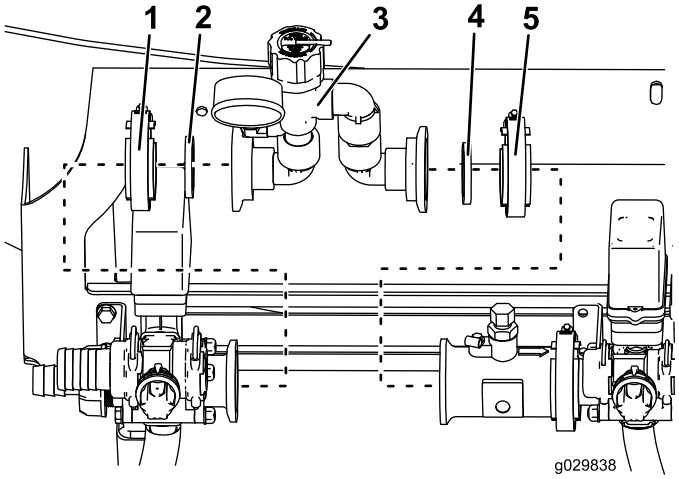

図 3
5. 既存のガスケットは、攪拌バルブにはまる圧力逃がしバルブアセンブリのフィッティングに取り付ける図 3。
6. 圧力逃がしアセンブリに既存のワームクランプを取り付ける図 3。
9. 新しいガスケットを、圧力逃がしアセンブリの空いているフィッティングに取り付ける図 3。
10. 新しいワームクランプを、圧力逃がしアセンブリの空いているフィッティングに取り付ける図 3。